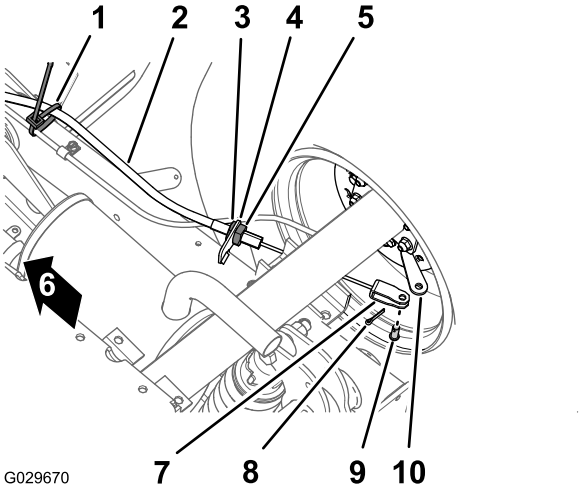

Figur 50
1. Ta bort det kabelband längst ner på maskinen som håller fast parkeringsbromskabeln vid fotbromskabeln (Figur 50).
2. Märk ut en rotationslinje på den främre kontramuttern för parkeringsbromskabeln (Figur 50).
3. Lossa den bakre kontramuttern och ta bort kabeln från bromskabelfästet (Figur 50).
4. Ta bort saxpinnen och sprintbulten som håller fast klykan för parkeringsbromskabeln vid bromsreglagespaken, och skilj kabeln från spaken (Figur 50).
1. För parkeringsbromskabelns gängade justerare till bromskabelns fäste och klykan till bromsreglagespaken (Figur 50).
3. Rikta in parkeringsbromskabelns gängade justerare med bromskabelns fäste och dra åt den bakre kontramuttern (Figur 50).